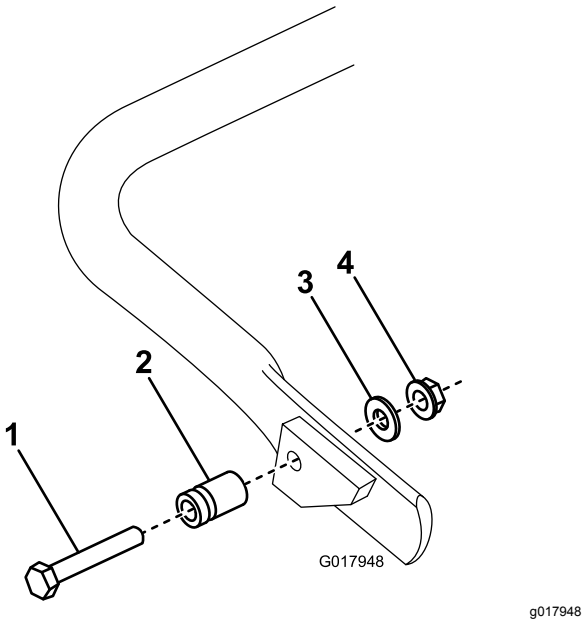

Figur 7
1. **Kun for modell 04056**. Koble fjærbolten til høyre side av støtteenheten (Figur 7) med bolten, skiven og flensmutteren som fulgte med.